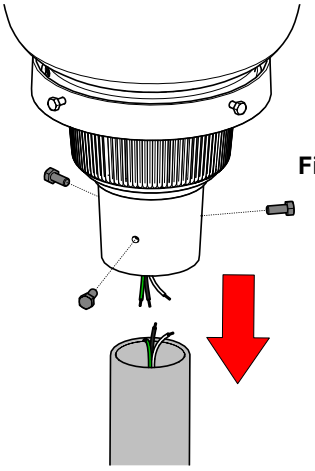

Figure 6
6. Wire the fixture leads to the supply leads per the **Wiring Diagram** and place the fixture on the pole or tenon. Secure with the three (3) hex bolts [**Figure 6**].